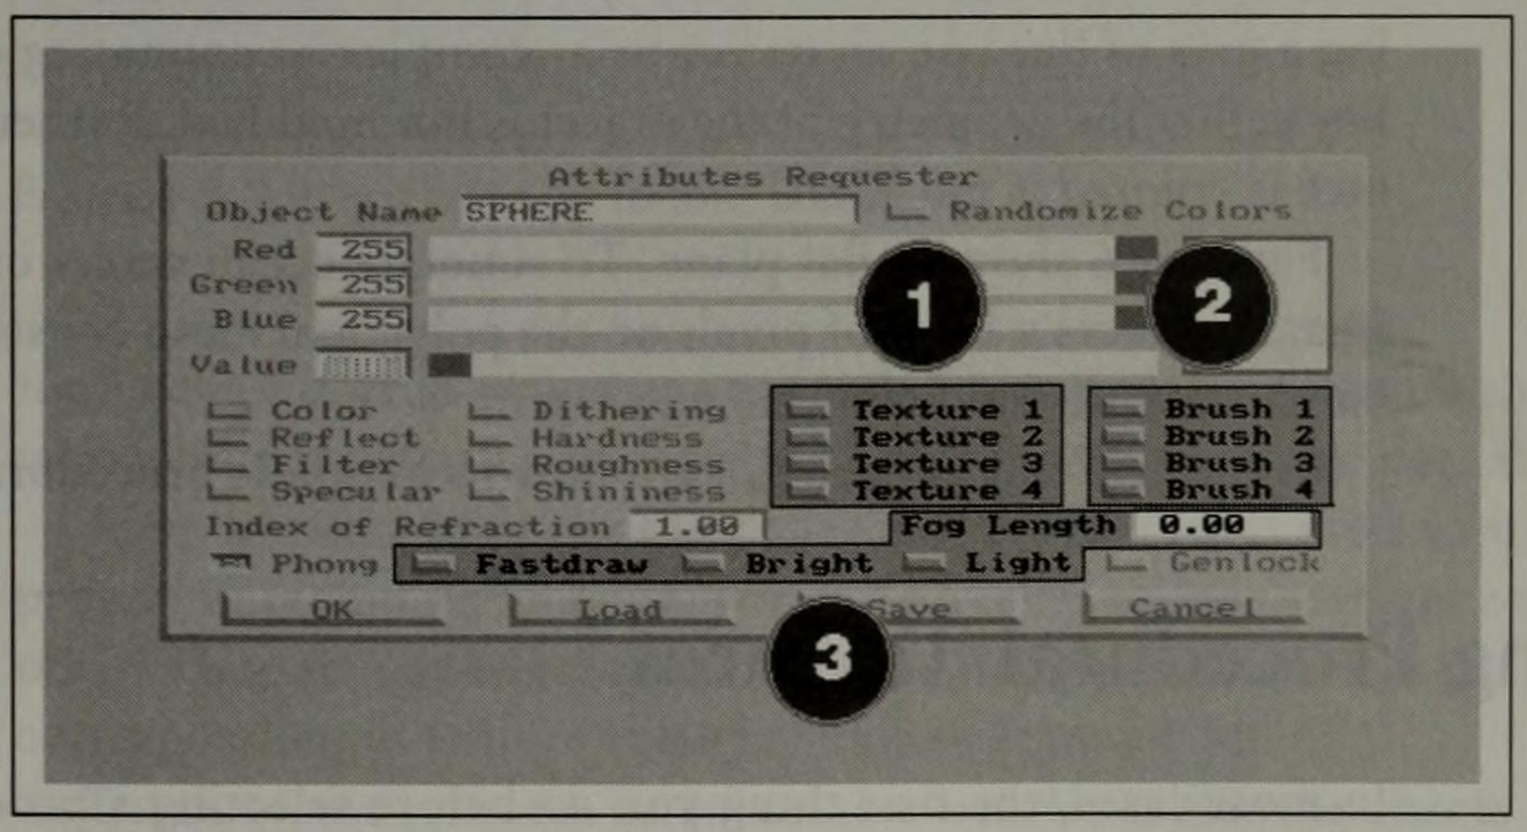

Figure 4-5 Textures, brush map, and effects controls
Figure 4-5 shows the location of procedural texture (1), image-mapping (2), and special-effects tools (3) in Imagine's Attributes Requester. (Imagine calls image maps brush maps as you learned in Chapter 3.) The special-effects tools include the following: